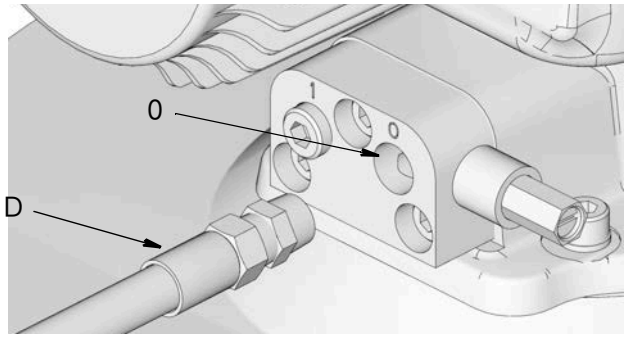

图 53: 润滑剂输出接头
28. 连接定时器 / 控制器 (F) （ 用户提供，若使用 ）。
29. 将高压润滑剂供应管路 (D) 连接到排气阀或歧管的润滑剂输出接头 (0) 上 （ 图 53 ）。